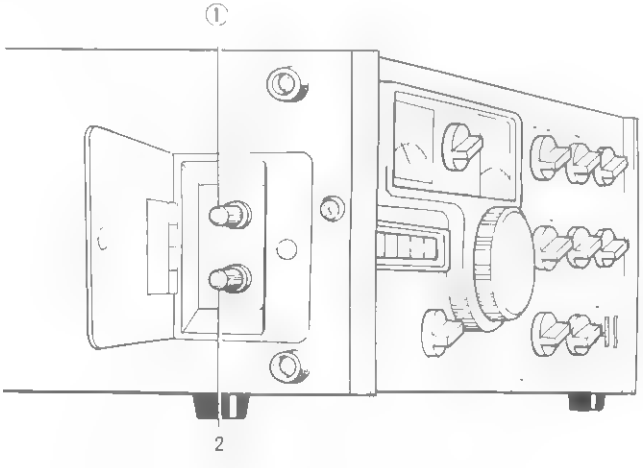

FIGURE 6. TS-900 Side Panel Controls
## 3.2 SIDE PANEL CONTROLS (See Figure 6)
**MIC GAIN CONTROL** (1 on Figure 6)
**VOX GAIN CONTROL** (2 on Figure 6)